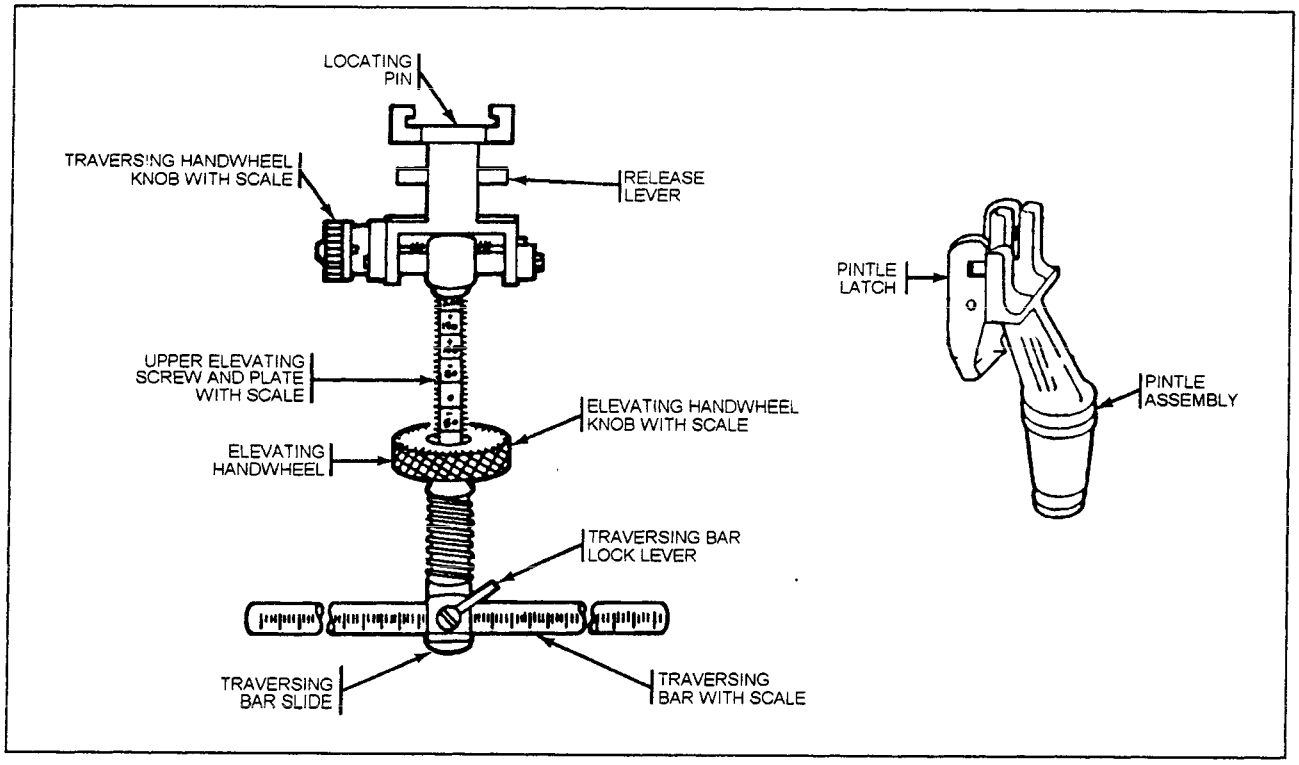

Figure 13-12.—Traversing and elevating mechanism, pintle, and platform group.
The traversing and elevating mechanism shown in figure 13-12 consists of (1) the elevation adapter that connects to the mounting plate on the bottom of the receiver and (2) the traversing handwheel that has a roil-click device built into it. One click equals a l-mil change. Engraved on the traversing handwheel is a scale that is divided into l-mil increments for a total of 25 mils. Use of the traversing mechanism allows the gun to be traversed approximately 100 mils (50 mils right and left of center).
The pintle and platform group shown in figure 13-12 consist of the gun platform and the pintle, which is secured to the tripod assembly.